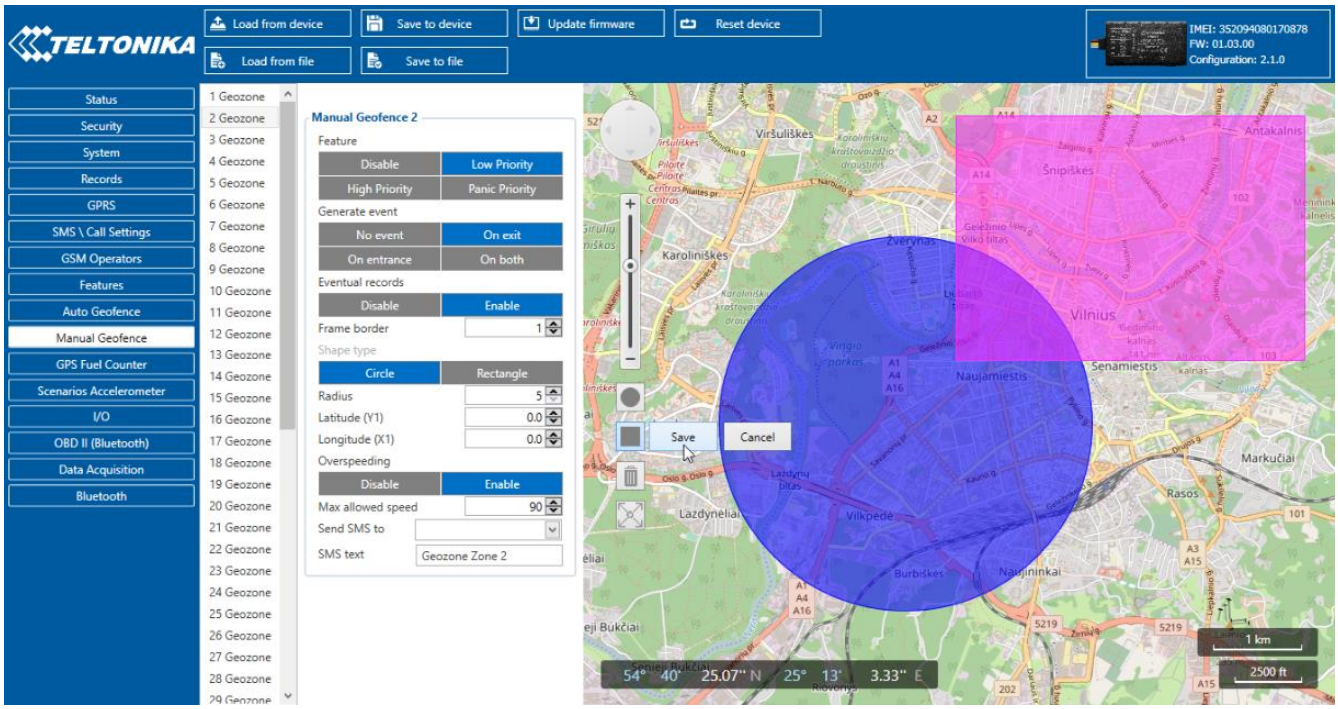

Figure 33 Geofence configuration
2. Launch **FMB Configurator** and connect to device as shown in **Figure 33** below**.**